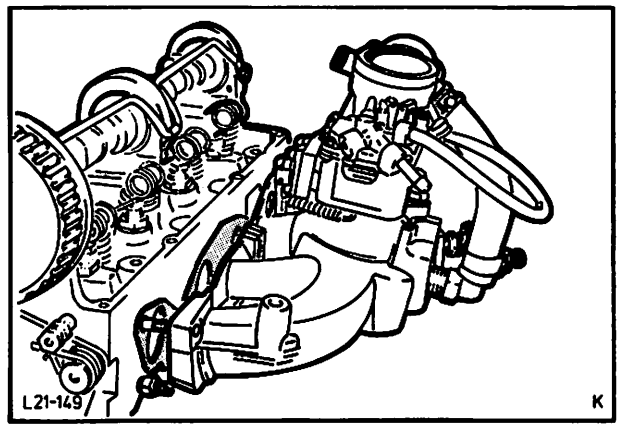
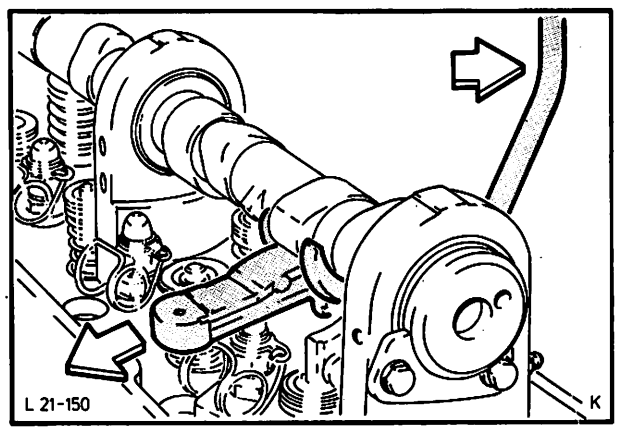
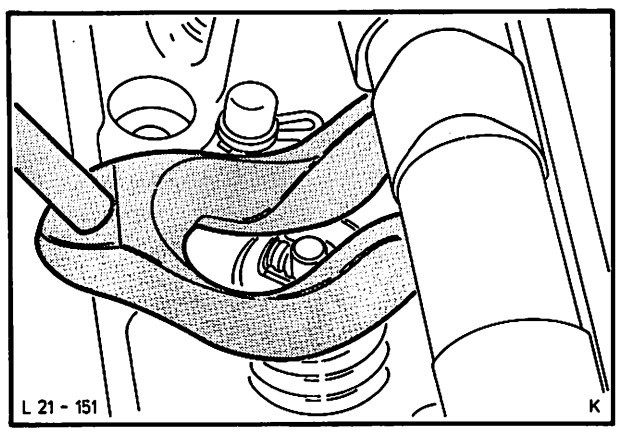

Abb. 216 Ansaugkrümmer mit Vergaser abbauen
Abb. 217 Schlepphebel mit Spezialwerkzeug 21-005 ausbauen
Abb. 218 Abbau der Ventilkeile, -teller und -federn mit Spezialwerkzeug 21-005
2. Ansaugkrümmer (4 Schrauben, 2 Muttern) komplett mit Vergaser, Abb. 216, und Wasserstutzen (2 Schrauben) von Zylinderkopf abmontieren.
4. Stehbolzen-Ansaugkrümmer (2) und Stehbolzen-Auspuffkrümmer (8) mit zwei gekonterten Muttern sowie Geber-Fernthermometer herausdrehen.
5. Haltefedern-Schlepphebel aushängen. Ventilfedern und Ventilteller mit Hilfe des Spezialwerkzeuges 21-005 zusammendrücken, Schlepphebel herausziehen, Abb. 217, und Ventilkeile entnehmen, Abb. 218.